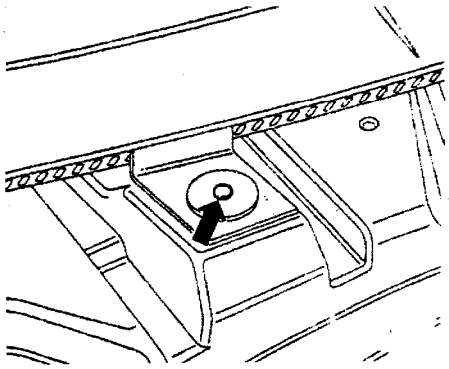

图 6－31
④如图 6－32 所示，为了能够拆除控制单元保护罩的盖子，必须旋出自攻螺钉（箭头）。